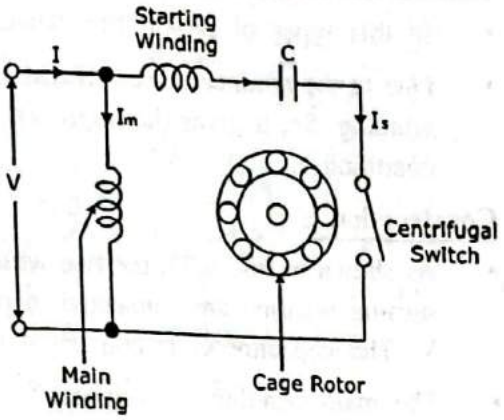

FIG. 4.24 : CAPACITOR START INDCTION MOTOR
- As shown in Fig. 4.24, the two windings, namely; main winding and starting winding are connected in parallel across the supply voltage V.